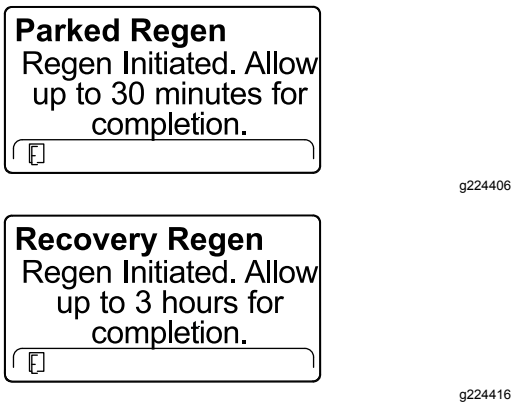

Figuur 59
6. Het InfoCenter toont hoe lang de regeneratie zal duren (Figuur 59).